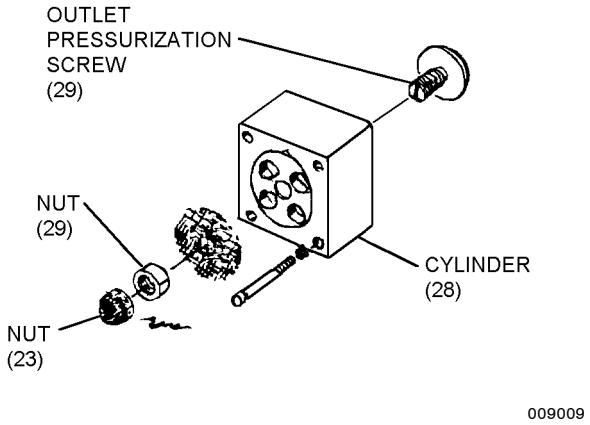

Figure 9-9. Outlet Pressure Adjusting Point for Reducer Shut-off Test
3. Using 0 to 1800 psig regulated nitrogen source, apply 1800 psig to inlet port of pressure reducer assembly. Reading on N_2 INPUT PRESS. gage (27) shall be 60 to 75 psig. If pressure is not within limits, remove nut (23), loosen nut (24) and using a screwdriver, adjust screw (29) clockwise to increase outlet pressure or counterclockwise to decrease outlet pressure. (figure 9-9). After adjustments, replace nuts (23 and 24).
4. Observe N_2 PRESS. INPUT gage (27) for 6 minutes. Pressure indicated on gage shall not increase more than 2 psig. Proceed to next test.